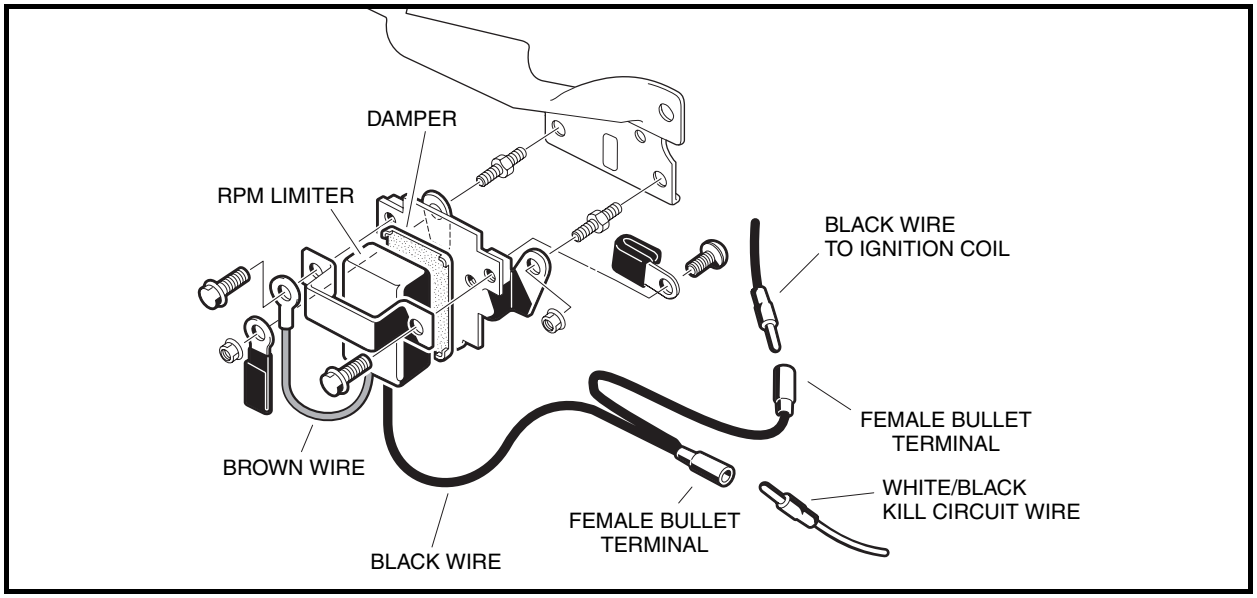

Figure 12-25 RPM Limiter
2. Disconnect the white/black wire from the black wire at the bullet connector located near the RPM limiter **(Figure 12-25, Page 12-24)**.
4. Remove the flange-head bolts from the RPM limiter band and remove the RPM limiter and damper **(Figure 12-25, Page 12-24)**.
1. Place the RPM limiter damper on the front of the RPM limiter mounting bracket **(Figure 12-25, Page 12-24)**.